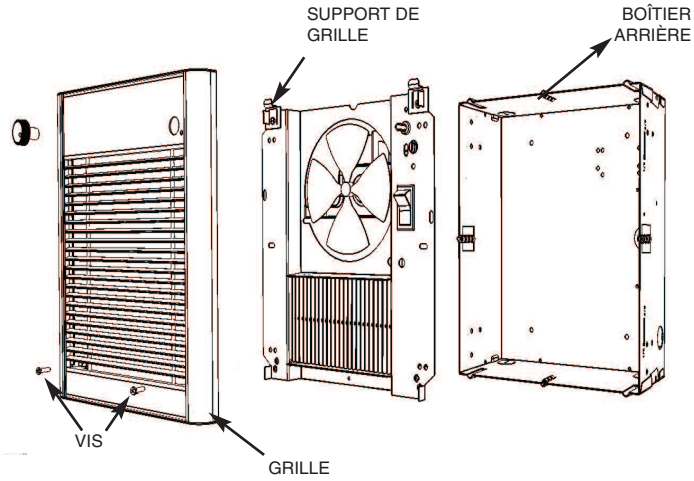

Figure 4
1. Fixez le support de grille avec la vis fournie sur la partie supérieure du boîtier arrière, comme c'est montré en Figure 4.